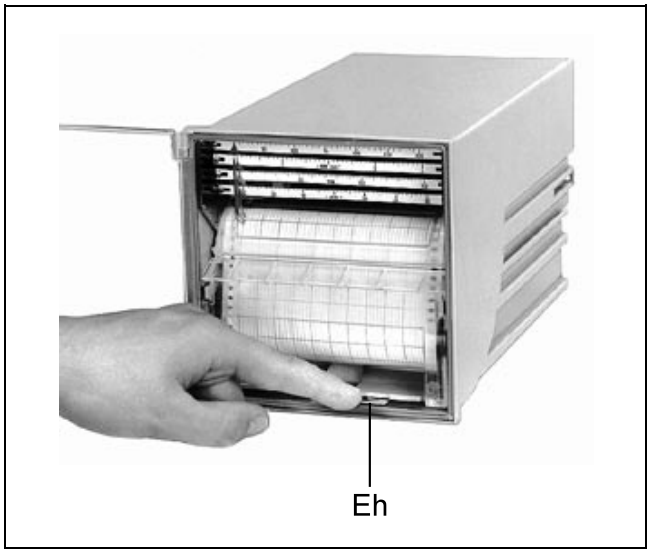

Fig. 5 Unlocking the chart unit
(see Figs. 5 and 6)
1. Unlock chart unit: Press unlocking lever *Eh* (see Fig 5). Chart unit swings forwards. Remove chart unit in the direction of the arrow.
(see Figs. 5, 6, and 7)
1. Unlock the chart unit: Press unlocking lever *Eh* downwards (see Fig. 5). Chart unit swings forwards.